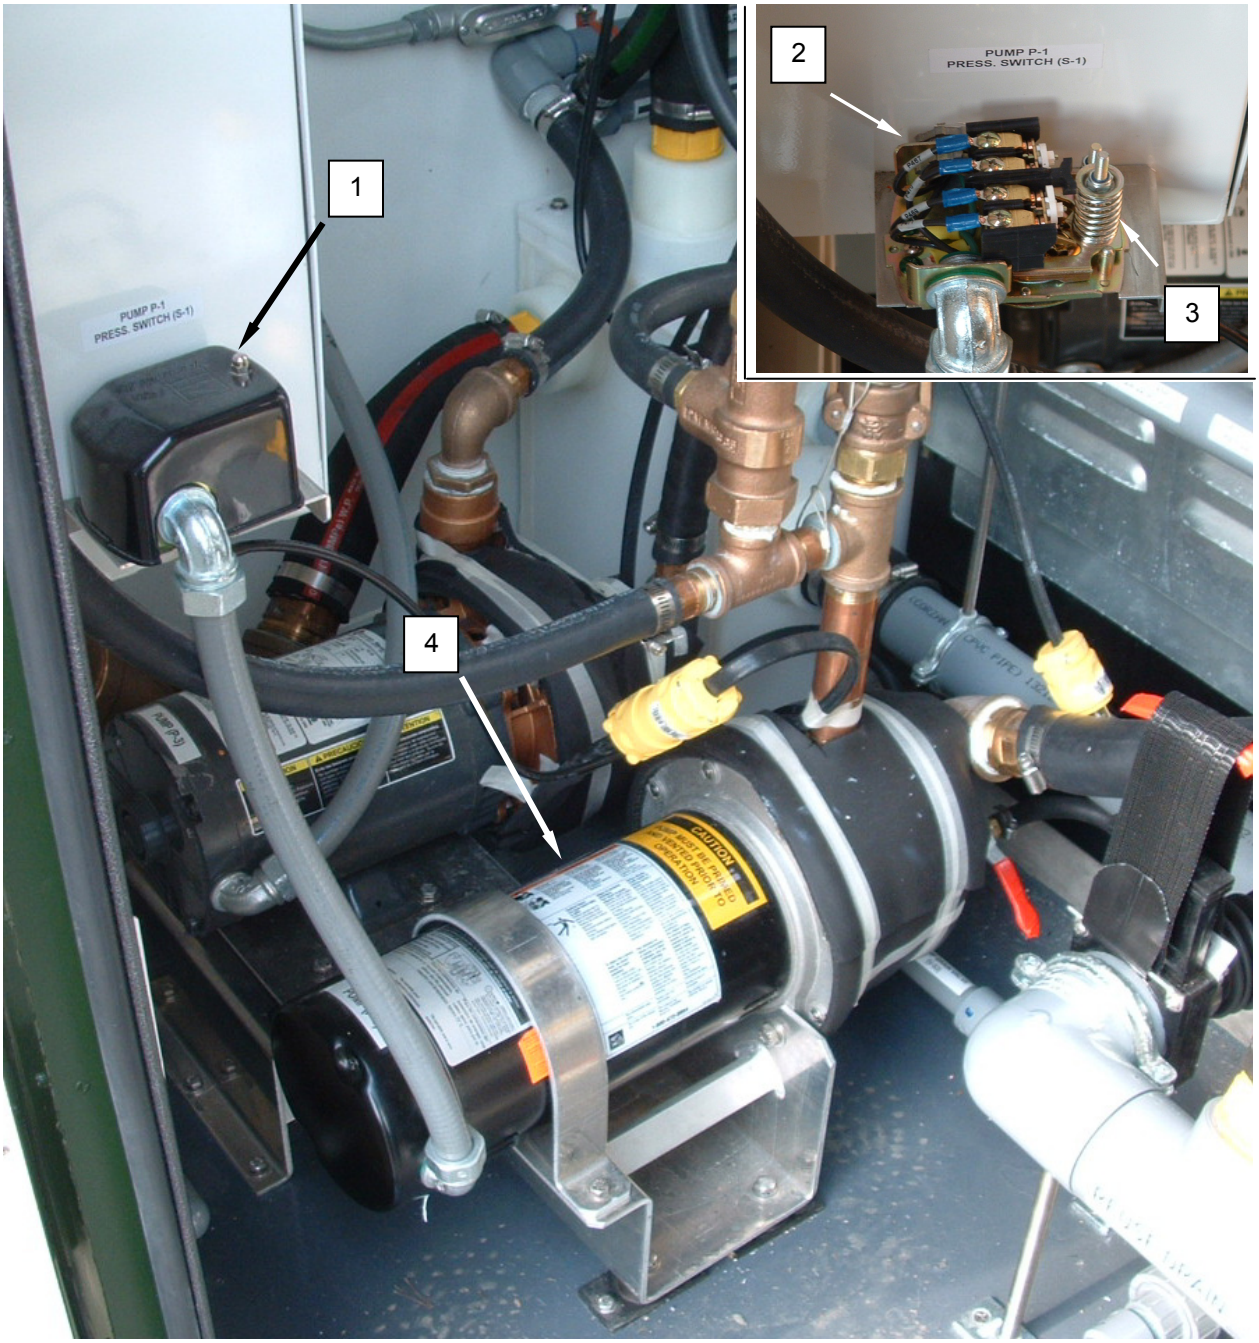

Figure 1. Test the Pressure Switch and Pump.
2. Loosen nut retaining pressure switch cover **(Figure 1, Item 1)** and remove cover.
3. Tag and disconnect motor wiring from pressure switch **(Figure 1, Item 2)**.
4. Use an ohmmeter to check for continuity across each leg of pressure switch **(Figure 1, Item 2)**. There should be 0 ohms resistance.
5. Depress switch actuator **(Figure 1, Item 3)** and check for continuity. There should be infinite resistance. Replace a pressure switch **(Figure 1, Item 2)** that fails either test.
7. Use an ohmmeter to test of infinite resistance between each motor lead and ground. Replace a motor **(Figure 1, Item 4)** that fails either test.
8. Reconnect motor wiring to switch **(Figure 1, Item 2)** as tagged.
9. Install pressure switch cover **(Figure 1, Item 1)** and retain with nut.